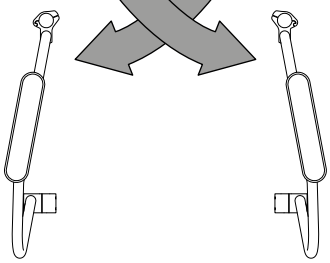

fig. 16
2. Le positionnement inversé offre un espace supplémentaire aux cuisses (fig. 16).